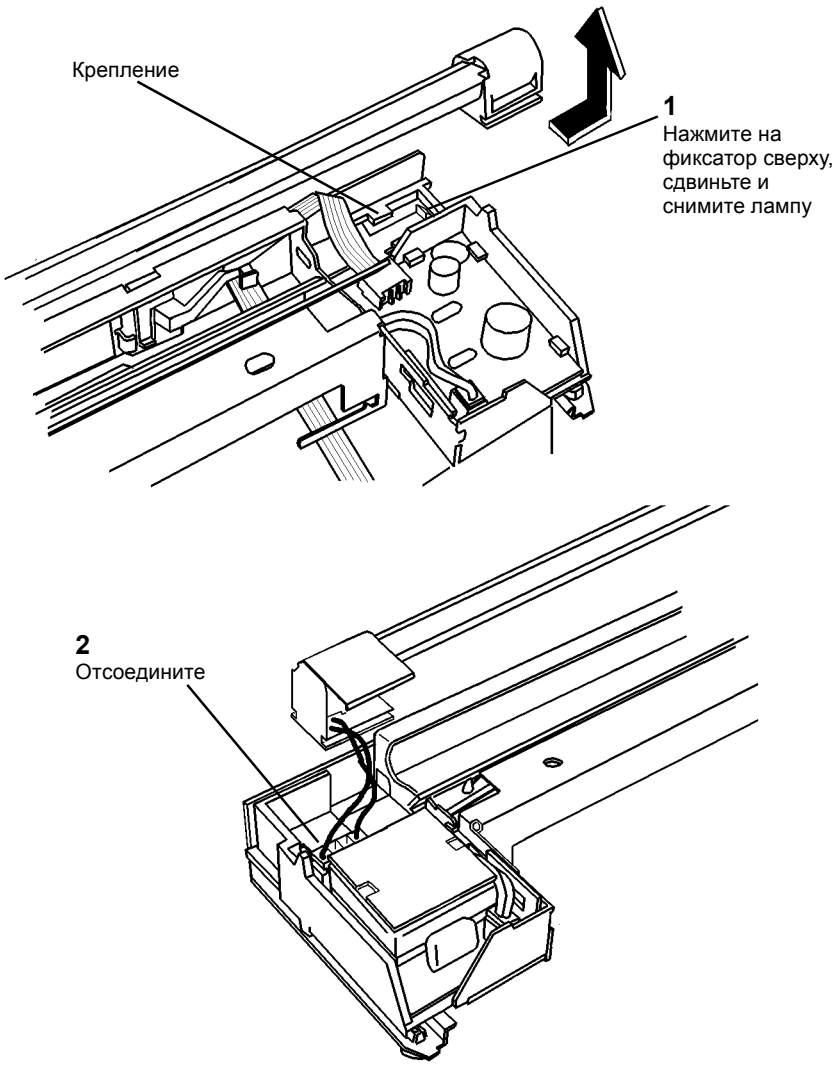

Рисунок 4 Снятие лампы с каретки
7. Снимите лампу экспонирования с каретки (Рисунок 4).